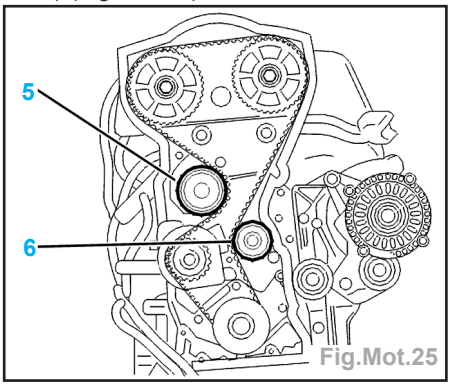

Fig.Mot.25
- Vérifier que les galets (5) et (6) tournent librement (absence de jeu et de point dur) (Fig.Mot.25).